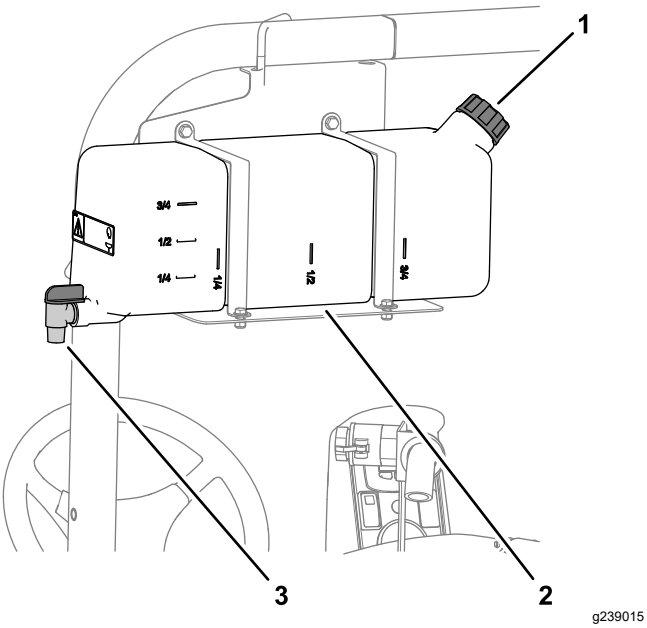

Figuur 18
- Om de tank te vullen, schroeft u de dop bovenaan de tank los, vult u deze met schoon water en plaats u de dop terug (Figuur 18).
- Om de tapkraan van de watertank te openen, moet u de hendel op de kraan draaien (Figuur 18).